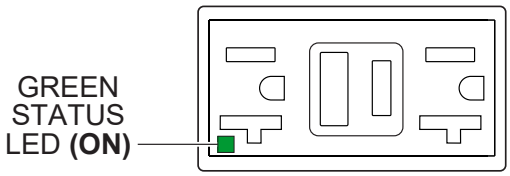

Figure 62. GFCI Receptacle (ON)
3. Verify that the status LED on the corresponding GFCI receptacle (Figure 62) is **ON (GREEN)**.